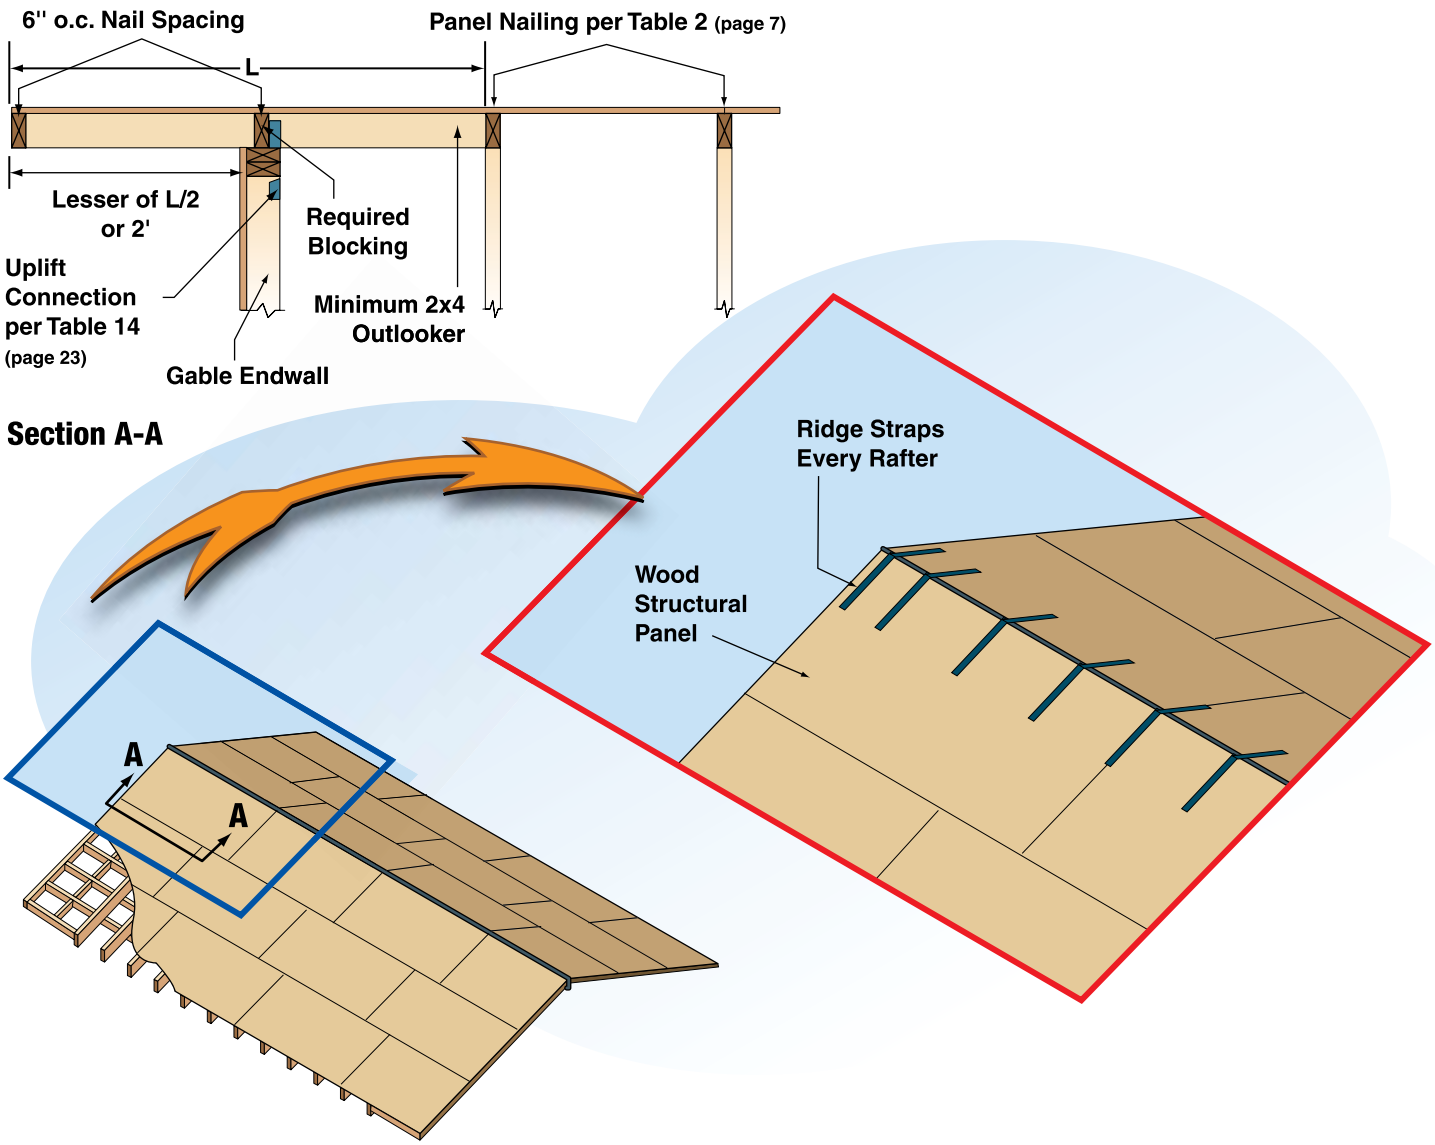

Figure 20. Rafter Outlooker Details
- **Outlookers.** Where structural outlookers are used, the outlookers shall be constructed using 2x4 purlins connected in accordance with Table 14. Rake overhangs shall not be spaced more than 24" or exceed the lesser of one-half of the purlin length or 2 feet (See Figure 20).
- **Ridge Beam.** A ridge beam shall be installed at the roof peak. The ridge beam shall be in accordance with the governing building code. Rafters shall bear directly on the ridge beam or be supported by hangers or framing anchors. Each rafter shall be connected to the ridge beam or to an opposing rafter (See Figure 20) with a ridge strap in accordance with the requirements of Table 13 (page 22). Ceiling joists or rafter ties shall not be required where a ridge beam is provided.